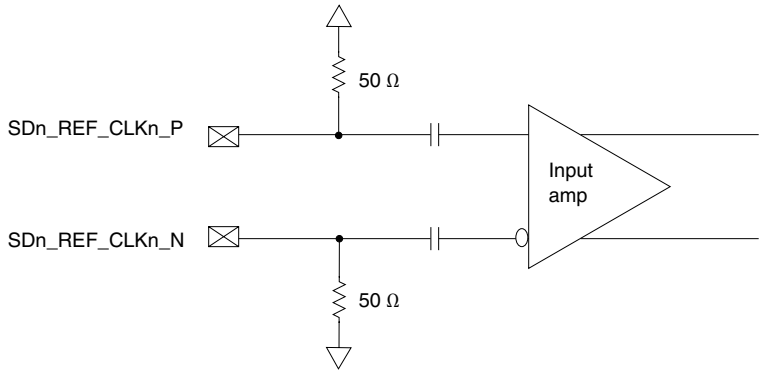

Figure 36. Receiver of SerDes reference clocks
- The SD*n*_REF_CLK*n*_P and SD*n*_REF_CLK*n*_N are internally AC-coupled differential inputs as shown in Figure 36. on page 116. Each differential clock input (SD*n*_REF_CLK*n*_P or SD*n*_REF_CLK*n*_N) has on-chip 50-Ω termination to SGND*n* followed by on-chip AC-coupling.